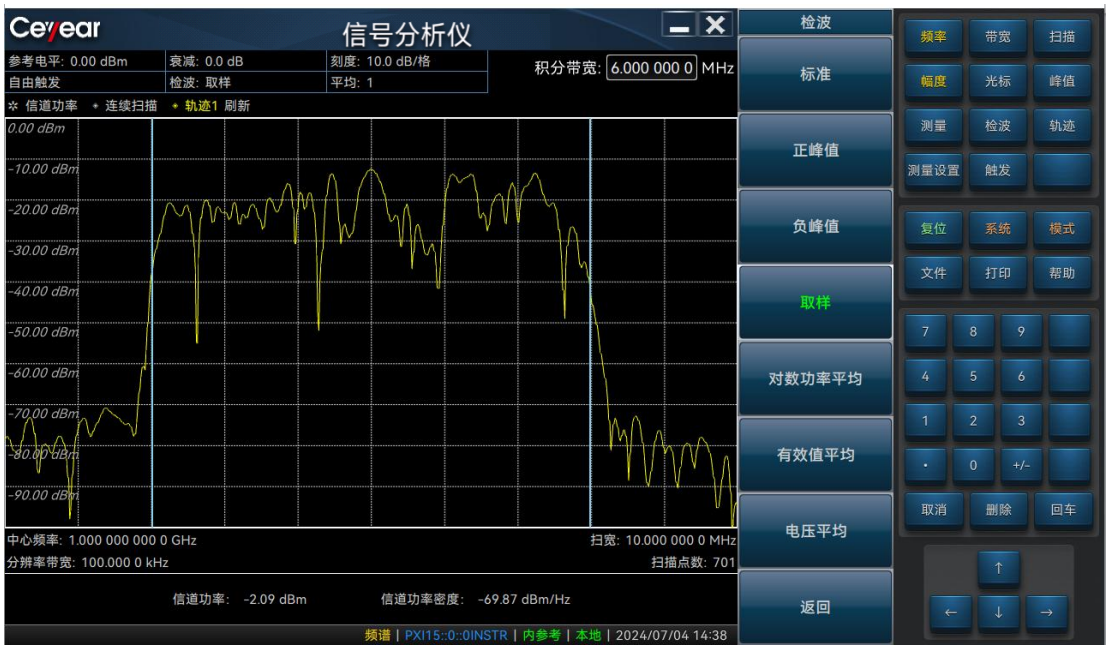

图 3.30 信道功率测量结果
- 信道功率测量结果显示如图 3.30 所示。图形窗口和文本窗口显示了信道带宽内的绝对功率和平均功率谱密度。